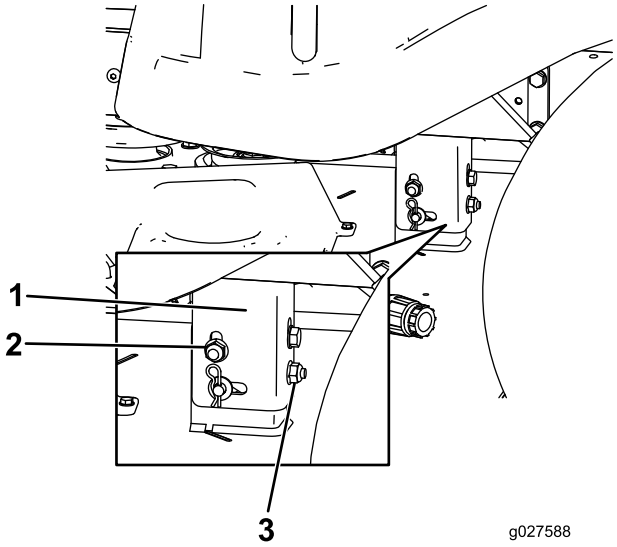

Figuur 62
8. Breng de linkerkant van het maaidek omhoog of omlaag door aan de achterste moer te draaien. (Figuur 62).